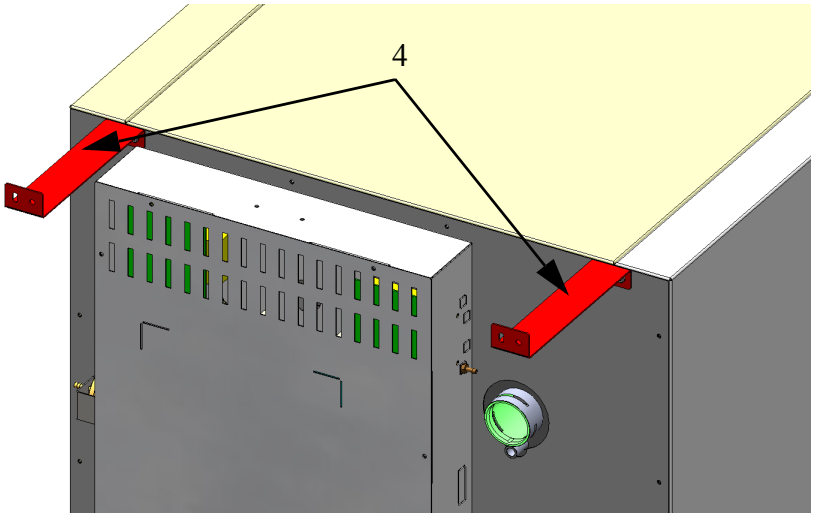

图 2-7. 安装壁式支架
2. 将壁式支架（4/ 图 2-7）两端弯折约 90 度角，以看两个矩形卡舌。